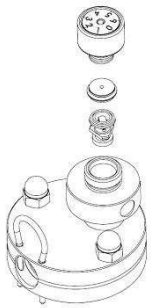

Abb. 17
⚠ Saugrohr-Bohrung nach rechts, nicht nach hinten (Abb. 17)!
- Setzen Sie das Rückschlagventil und die Luftdüsenscheibe in das Luftregulierungsgehäuse ein und setzen Sie die Luftregulierungsschraube auf (Abb. 17).